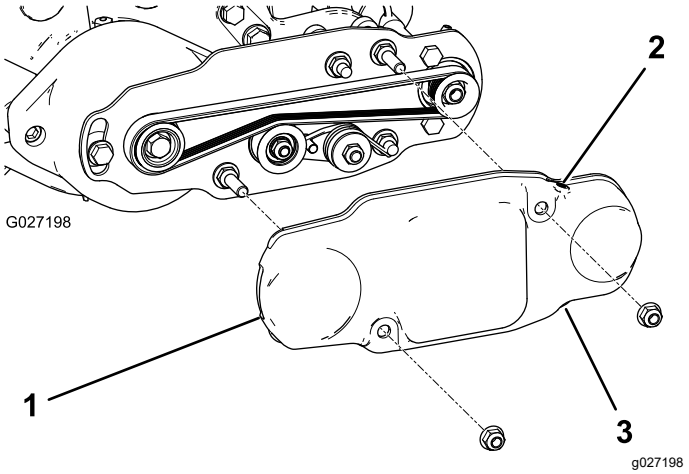

Bild 19
2. Schieben Sie die Riemenabdeckung auf die Befestigungsschrauben und befestigen Sie die Abdeckung mit zwei Bundmuttern (Bild 19).